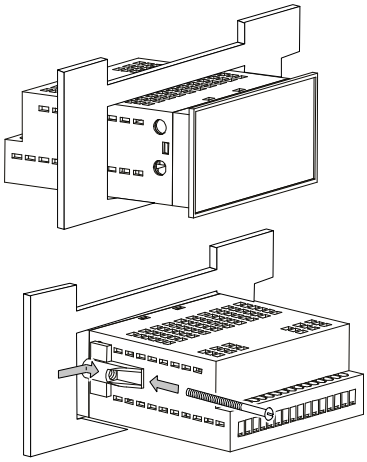

Fig. 4.1 Montaje en pared
- Realizar el corte para el montaje según el modelo correspondiente: H1 (Fig. A.1) o H2 (Fig. A.2 y Fig. 4.1).